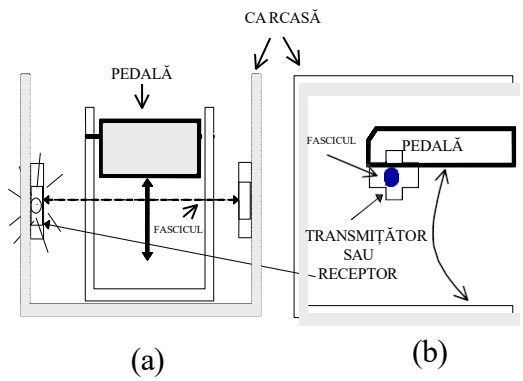

Figura 8: Senzorii trebuie să fie poziționați astfel încât ORICE mișcare a pedalei să întrerupă fasciculul.
4. În interiorul carcasei comutatorului de picior (Figura 8), poziționați senzorul de transmisie și senzorul de recepție pe părțile opuse ale comutatorului de picior. Nu poziționați senzorii pe părțile laterale ale comutatorului de picior.